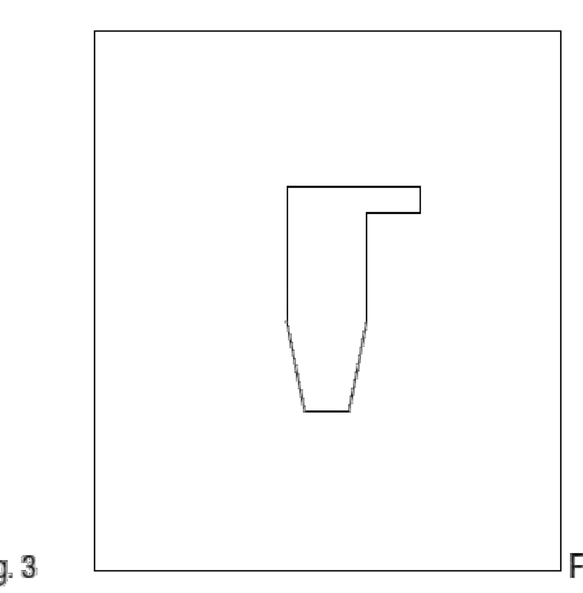

Fig. 4
14. Inserire superiormente il particolare fermavetro in PVC (vedi Fig. 4).
15. Fissare il maniglione (S) e l'eventuale panca in inox (T) ai supporti con viti a testa bombata M8x35 con relativi dadi *antifurto* e rondelle, inserendo l'apposito spessore in inox.
16. Inserire i tappi in PVC 20x40 (V) negli spazi delle colonne lasciati liberi per l'inserimento delle viti.